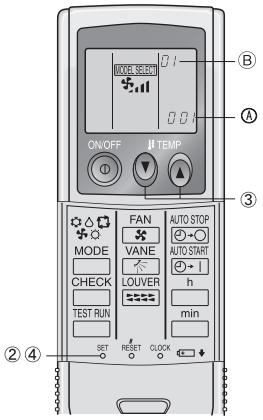

Fig. 6-8
2) Réglage automatique de la vitesse du ventilateur (Pour télécommande sans fil infrarouge) (Fig. 6-8)